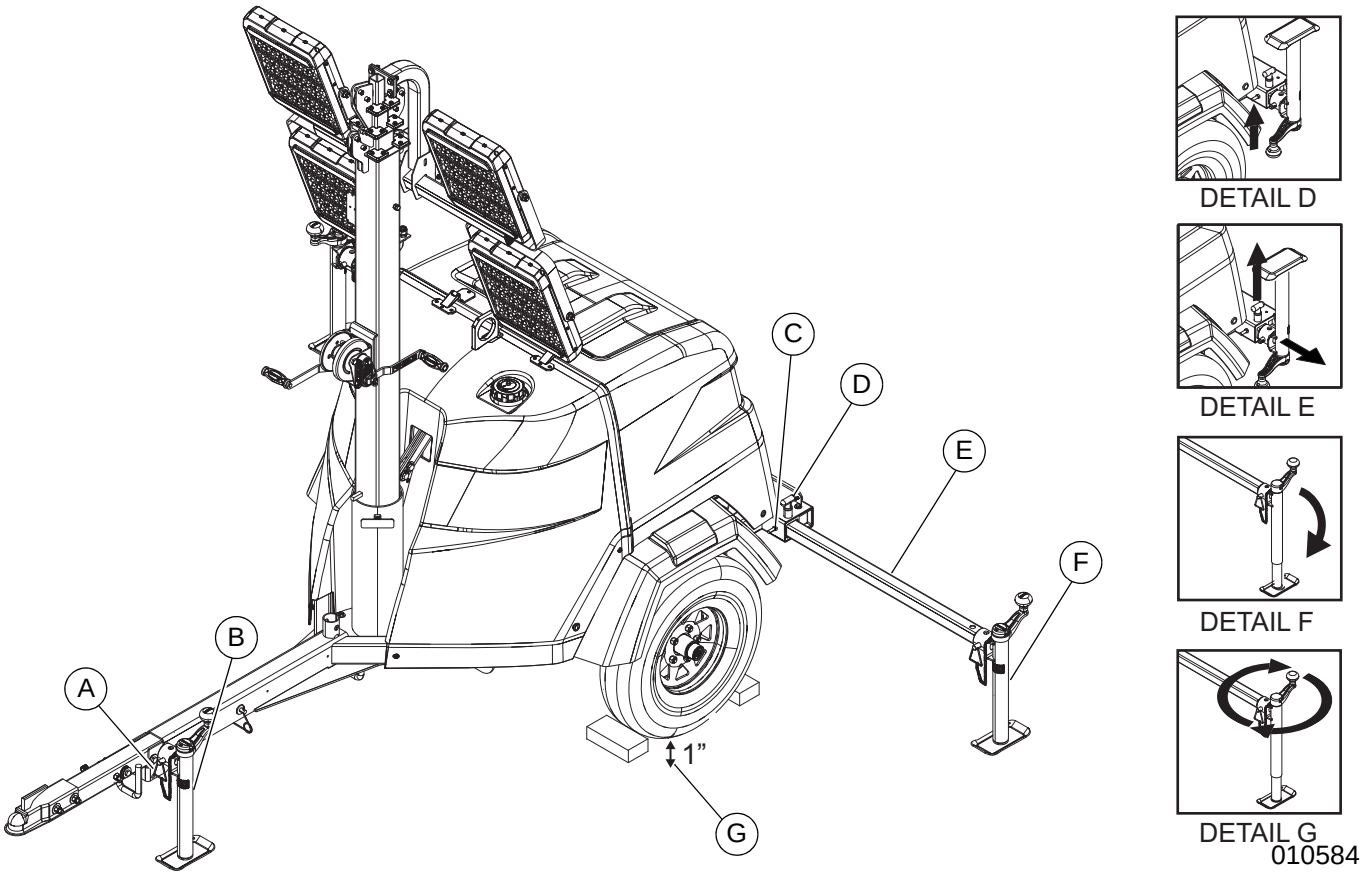

Figure 3-1. Setup Components
2. See ***Figure 3-1***. Place the unit on firm ground that is relatively flat (less than 5° slope), and block the wheels to keep it from moving. This will make it easier to level the unit.
3. Pull the locking pin (A) on the tongue jack (B) and rotate the jack 90°. Install the locking pin. Rotate the jack handle clockwise to raise the trailer tongue off the towing vehicle.
4. A grounding stud (C) is located on the rear frame of the trailer near the left side outrigger. For grounding requirements, follow local, state, and National Electrical Code (NEC) regulations.
5. See Details D–E. Pull the locking pins (D) on the outriggers (E) and pull each outrigger out until the spring loaded locking pin snaps back into place. Pull the locking pin on each outrigger jack (F) and rotate each jack 180° until the jack pad is facing down. Install the locking pin.
6. See detail G. Rotate each jack handle clockwise to start leveling the trailer. Adjust all three jacks by rotating the handles clockwise until they are firmly in contact with the ground. Continue until the wheels are approximately 1 in (2.5 cm) off the ground (G).